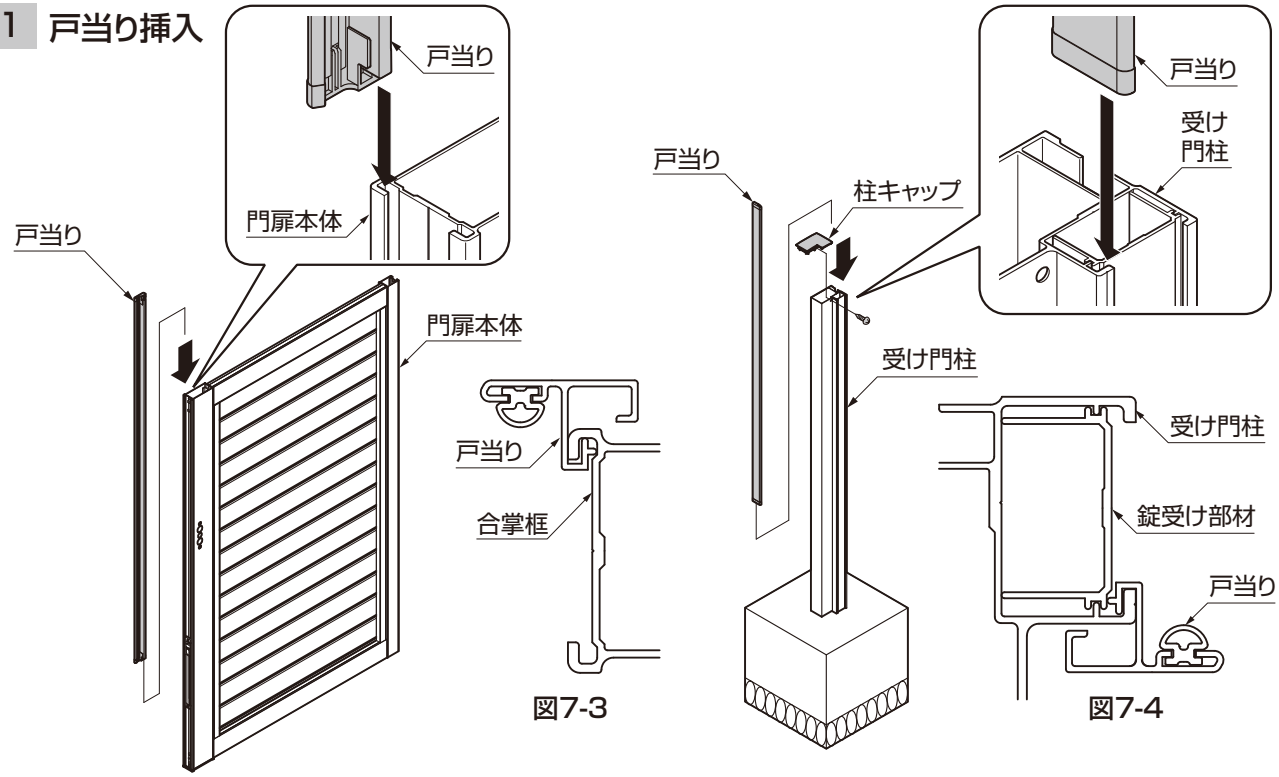

図7-1　合掌框につける場合　　図7-2　受け門柱につける場合
① 合掌框キャップ上または、柱キャップを取外してください。（図7-1、図7-2参照）
③ 合掌框キャップ上または、柱キャップを取付けてください。（図7-1、図7-2参照）